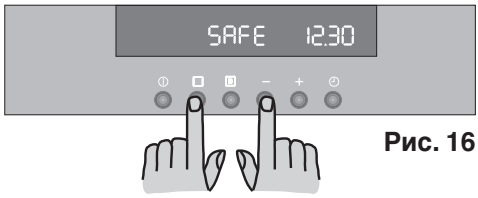

Рис. 16
2) Одновременно нажмите кнопки ▢ и "▬" и удерживайте их нажатыми в течение примерно 3 секунд. Вы услышите звуковой сигнал, а на дисплее высветится слово "SAFE" (Рис. 16).